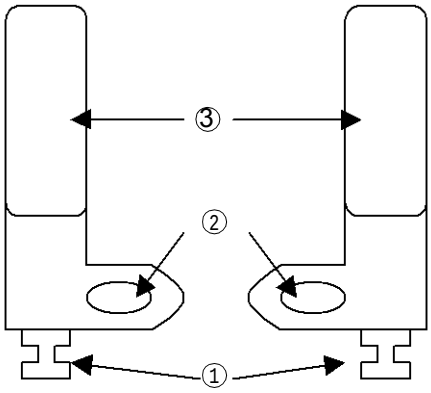

Figure 5-3 Test Head Board Handle
To detach or attach a board from the test head, use the jig provided (shown in Figure 5-3).
(6) Extract the PE using the jig provided shown in Figure 5-3 (Note3)